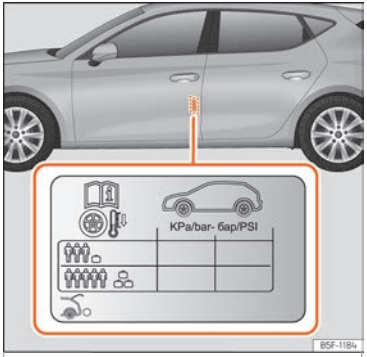

Fig. 234 Ubicación del adhesivo de la presión de inflado de los neumáticos.
- Adapte la presión de los neumáticos a la carga que lleva el vehículo ››› fig. 234.
Los valores de la presión de inflado se indican en la etiqueta adhesiva situada en la zona posterior del marco de la puerta delantera izquierda ››› fig. 234.
La presión de los neumáticos se debe adaptar a la carga actual del vehículo. Si el vehículo va a ir cargado al máximo, debe aumentar la presión de inflado al valor máximo de carga indicado en la etiqueta adhesiva ››› fig. 234.
En el caso de una rueda de emergencia minimizada (125/70 R16 o 125/70 R18), inflar a 4,2 bar de presión según se indica en la etiqueta de presión de los neumáticos ››› fig. 234.
- **El conductor es responsable de que todos los neumáticos del vehículo estén inflados a la presión correcta. La presión de inflado recomendada viene indicada en un adhesivo ››› fig. 234.**
- **Con los neumáticos en frío, deberá mantenerse siempre la presión indicada en el adhesivo ››› fig. 234.**